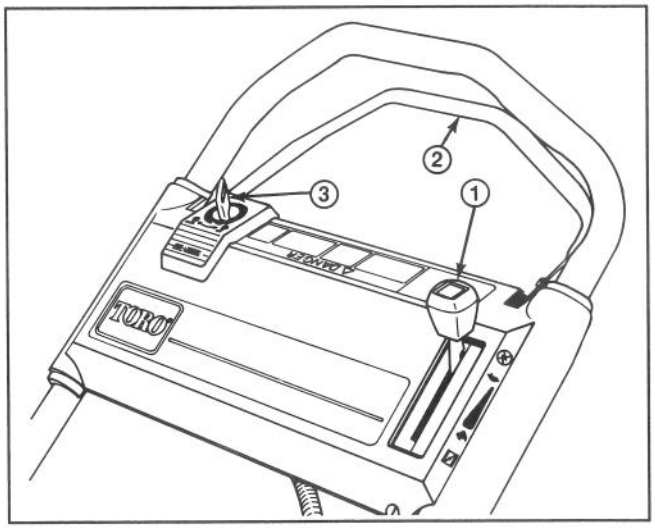
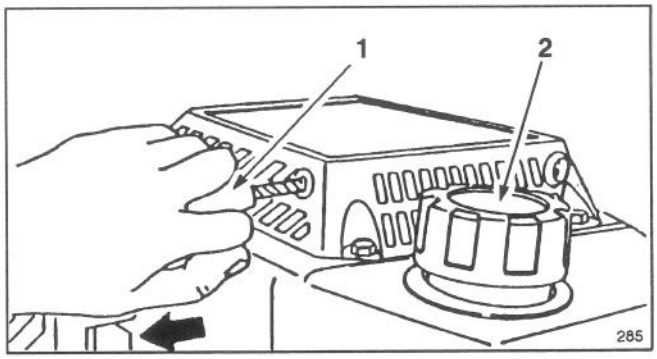
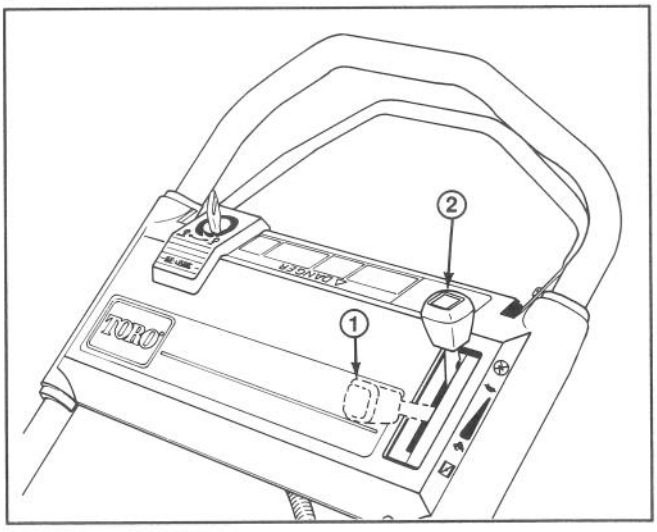

Figure 8
Figure 9
Figure 10
CONTROLS—Key switch, throttle, and self–propel control bar are on upper handle (Fig. 8). Recoil starter is on top of engine (Fig. 9).
2. KEY–LECTRIC STARTING—Move throttle forward to CHOKE position (Fig. 10). Turn key (Fig. 8) to START and release when engine begins running. Move throttle rearward to FAST position or regulate engine speed as desired. If the battery's charge is too weak to start the engine, use the recoil starter (Fig. 9).
3. MANUAL STARTING—Move throttle forward to CHOKE position (Fig. 10). Pull engine mounted recoil starter (Fig. 9) out until slack in rope is taken up. Then pull vigorously to start the engine. When engine starts, move throttle to FAST position or regulate engine speed as desired.
4. STOPPING (Fig. 10)—To stop engine, move throttle rearwards to ENGINE OFF position. Remove key from switch and pull wire off spark plug if mower will be unattended or not used.